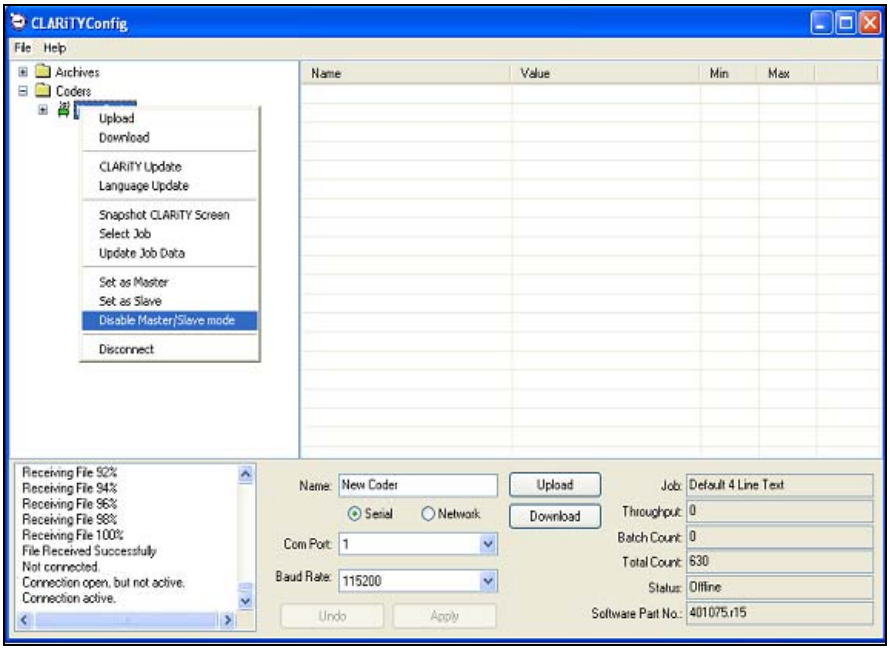

Figure 5-74: Disable Master/Slave Mode
2. Select *Disable Master/Slave mode*, as shown in the drop down table shown in Figure 5-74.